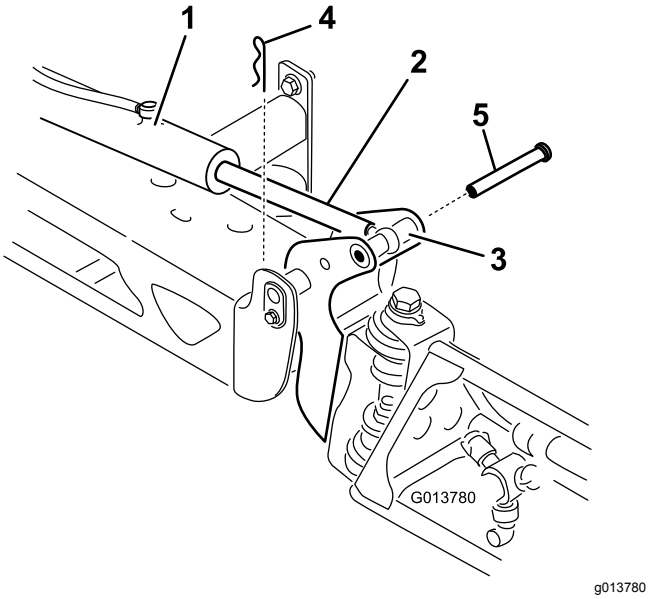

図 64
2. ピボットピンからコッターピンを抜き取る図 64。
3. ブームを持ち上げてピンを外し、ブームをゆっくりと床面に降ろす図 64。
7. ブームを支えながら、ブームのピボットとアクチュエータロッドにピンを通す(図 64)。